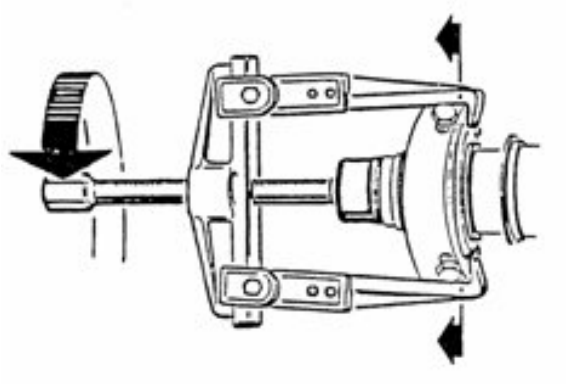

Рисунок 6-17 Приспособление для съема
5. Надвинуть кольцо на внутреннюю оправу подшипника и закрепить при помощи винтов за внутреннюю кромку обоймы. Используя съемник, снять внутреннюю обойму с торца барабана. Смотрите Рисунок 6-17.
6. После обоймы следует снять утолщенный фланец (17). Если фланец заклинило на торцевой части (27), снять при помощи съемника, как показано на Рисунке 6-18. Зажимы съемника следует поместить поверх приспособления для демонтажа подшипников.